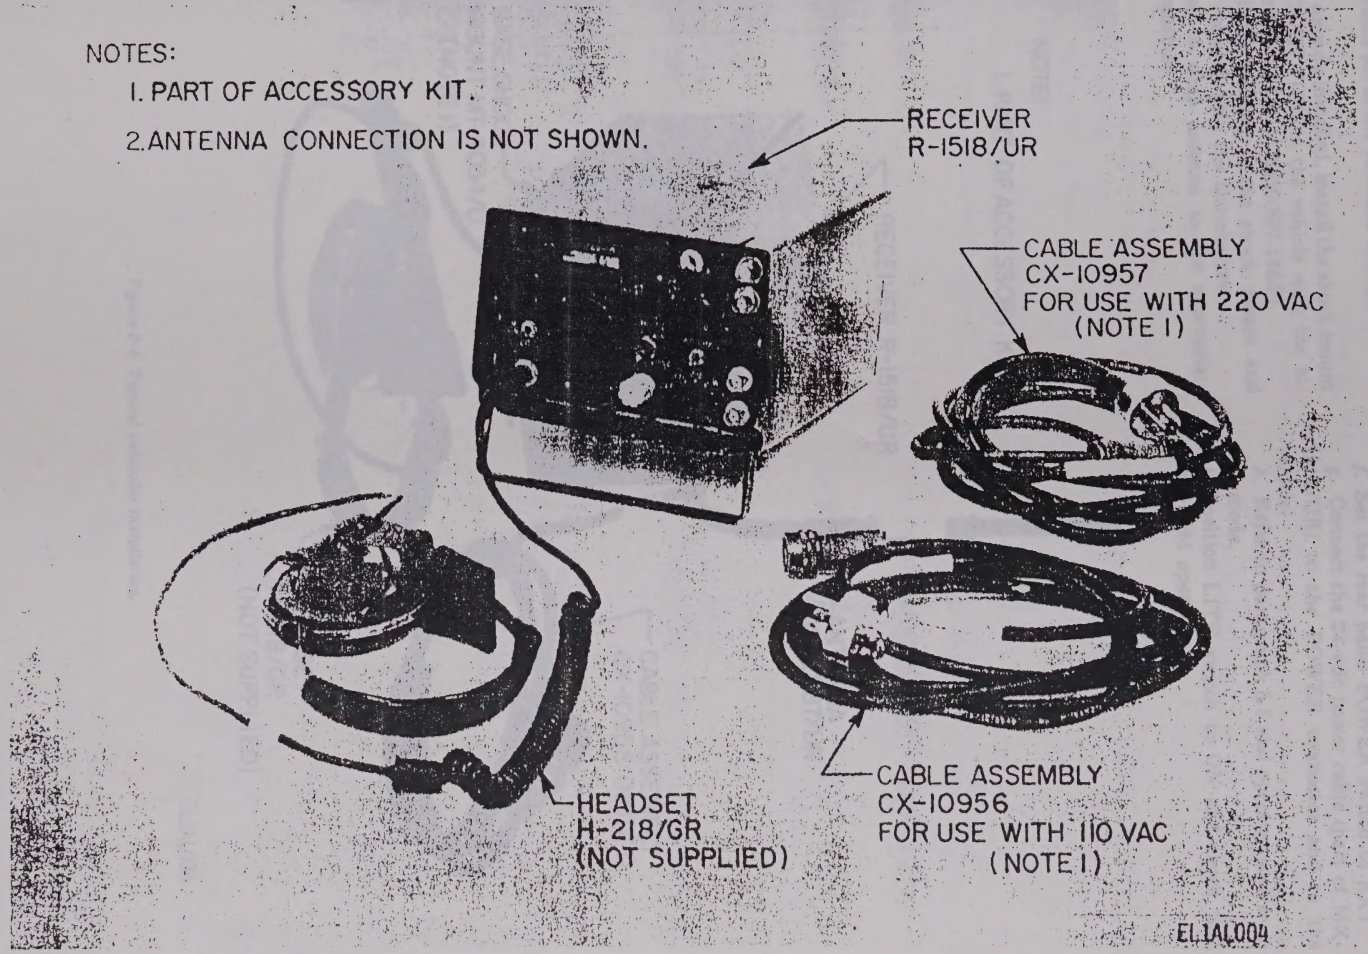
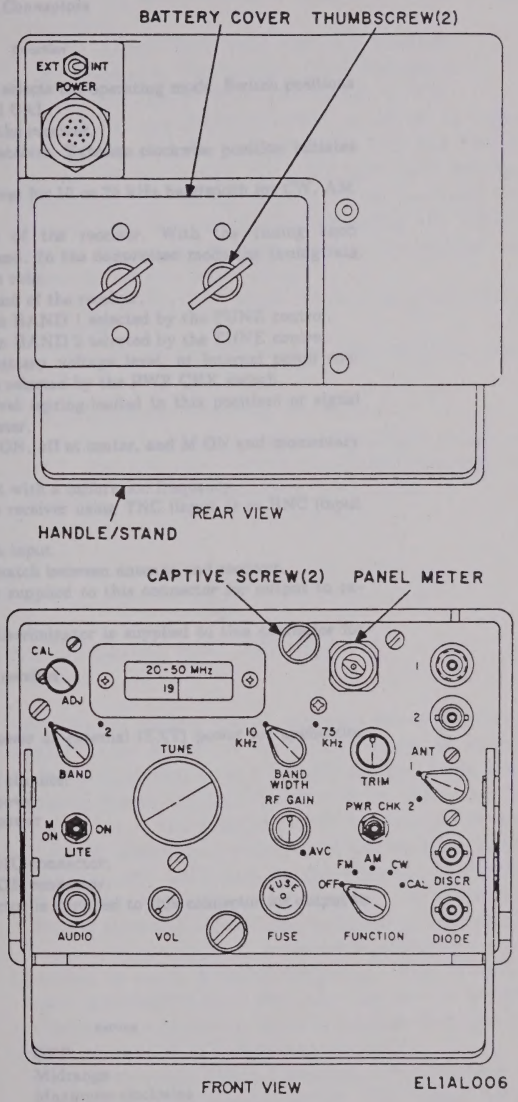

Figure 2-3. Typical fixed installation.
Figure 3-1. Controls, indicators, and connectors.
(1) Connect Antenna AS-2887/UR to receiver ANT input 1 (fig. 3-1).
(2) Set the ANT switch to 1.
(3) Connect a headset to the AUDIO connector.
(4) Set the rear panel POWER switch to INT.
(5) Refer to paragraph 3-5 and operate receiver in AM mode.
(6) Activate LITE to M ON and check that panel light operates.
c. *Fixed Installation* (fig. 2-3).
(1) Extend handle/stand to stand position.
(2) Connect the desired antenna to the receiver.
(3) Set the ANT switch (fig. 3-1) to the desired input.
(4) Set the rear panel POWER switch to EXT.
(5) Connect the 110 vac or 220-vac power cable (parts of MX-1517/UR) to the POWER connector and to a suitable outlet.
(6) Connect a headset to the AUDIO connector.
(7) Refer to paragraph 3-5 and operate receiver in am. mode.
(8) Position LITE switch to ON and check that panel light operates.
The receiver front panel (fig. 3-1) controls, indicators, and connectors, and the rear panel and their functions, are listed in table 3-1.
c. Set the controls on the front of the receiver (fig. 3-1) as follows: